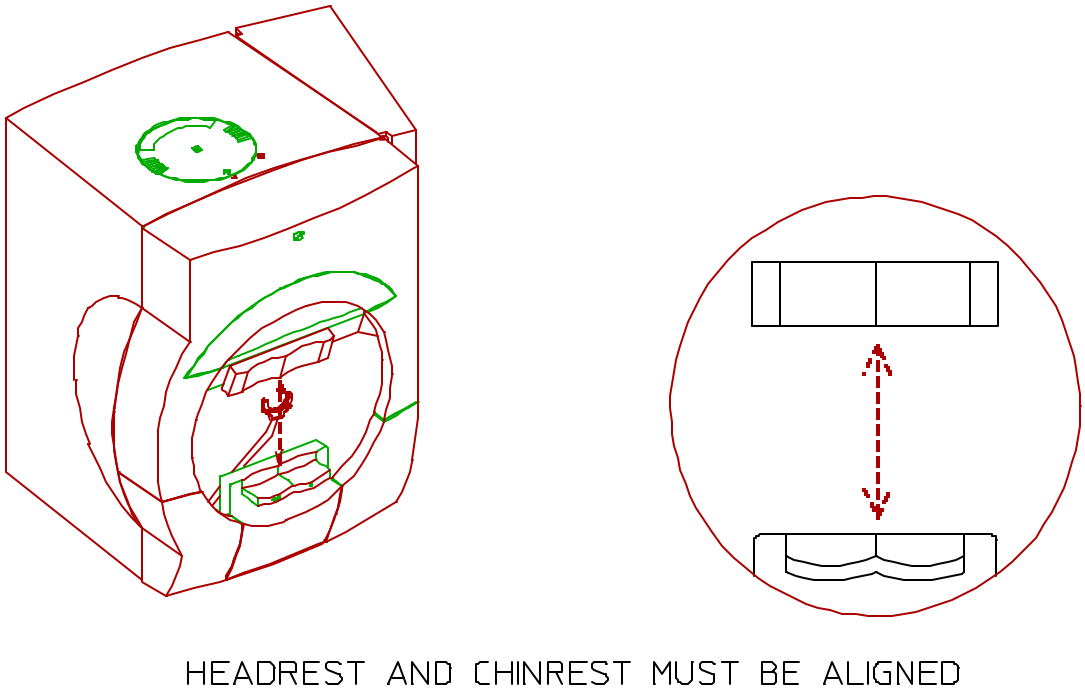

FIGURE 6. Chinrest and Forehead Rest Alignment Check
3) Once the new forehead rest has been installed, check that the center line on both the chinrest and forehead rest are properly aligned. (Refer to Figure 6.)